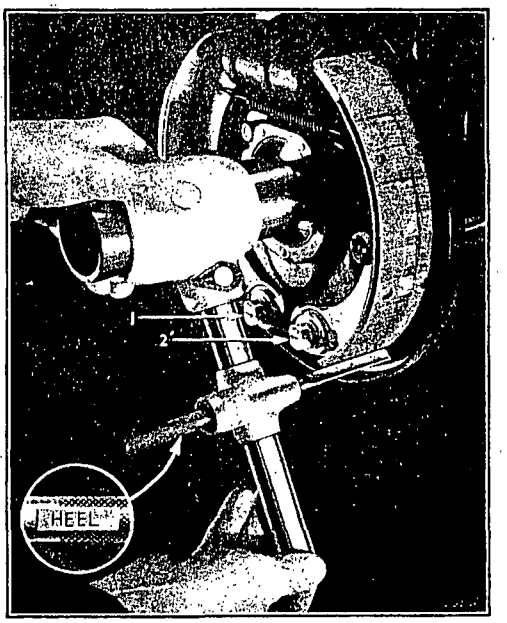

Fig. 76 – Checking Brake Shoe Heel Adjustment
7. Place the gauge on the point marked "heel" and loosen the brake shoe anchor bolt nuts. On a few models an arrow is stamped on the anchor bolts as shown in Figure 76, but on all other models a center punch mark appears as shown in Figure 77. If the arrows or center punch marks on both anchor bolts are not pointing directly toward each other, turn the bolts until they do. These marks must point toward each other before starting to adjust the shoes. The anchor bolts must be turned, from that position, in the correct directions in order to decrease the clearance between the lining and the drum at the "heels" of the brake shoes. The correct procedure is to turn the right-hand anchor bolt, of the pair, anti-clockwise and the left-hand anchor bolt, of the same pair, clockwise as viewed from the side where the wrench is applied (Figures 76 and 77). When turning the anchor bolts, as directed, the heels of the brake shoes will move downward and outward toward the gauge. Turn the anchor bolts until the heels of the brake shoes just contact the heel adjusting finger of the brake shoe gauge arbor. The correct .006" heel clearance is built into the arbor of the brake shoe gauge.